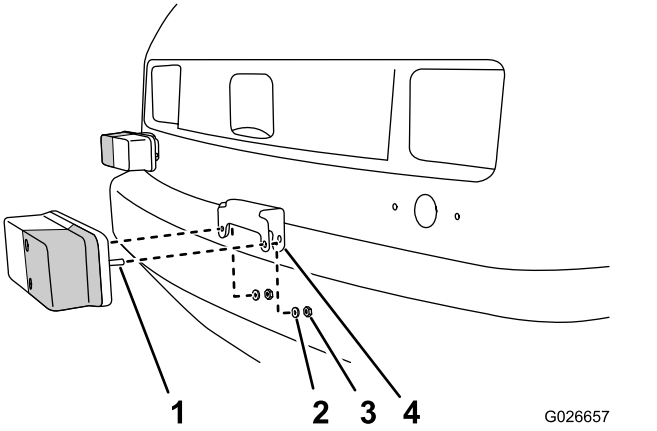

Рисунок 5
2. Нажмите на кронштейн, чтобы подсоединить его к шпилькам на фонаре (Рисунок 5).